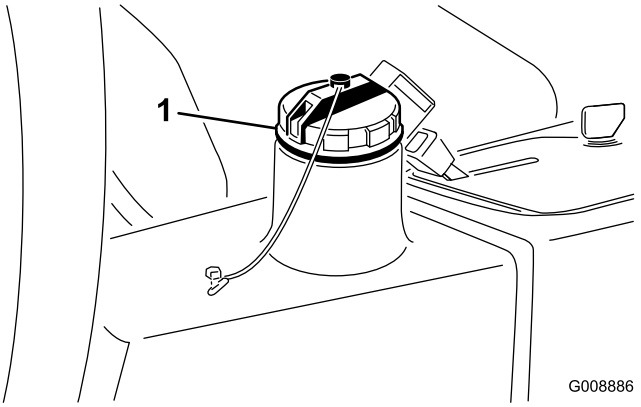

**Figur 58**
3. Fyll tanken (Figur 58) med ca 13,2 liter hydraulvätska; se Kontrollera hydraulsystemet.